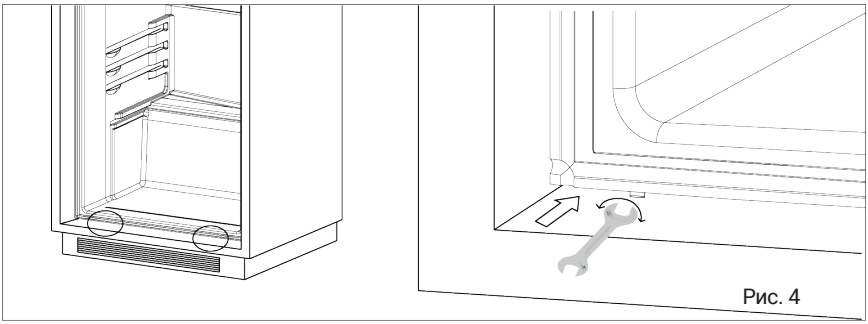

Рис. 4
4. С помощью ключа отрегулируйте ножки таким образом, чтобы устройство стояло строго вертикально (рис. 4).